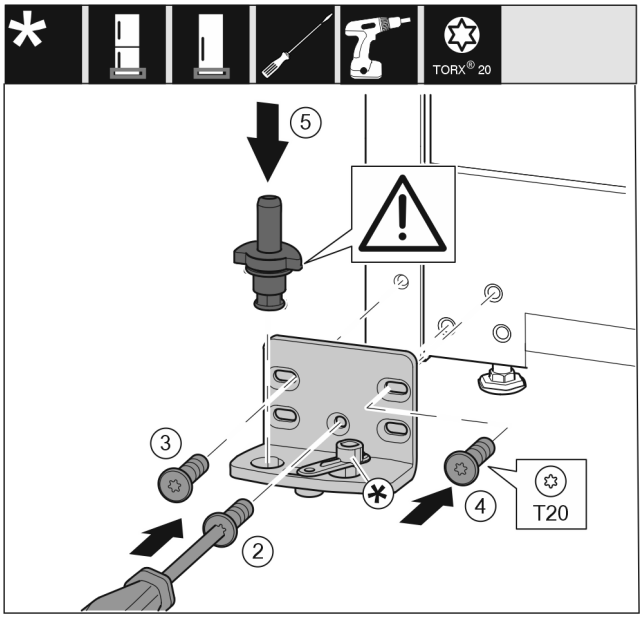

Fig. 16
▶ Placer le support de palier de l'autre côté et le visser avec un tournevis. Commencer par la vis *Fig. 16 (2)* en bas au milieu.
▶ Serrer la vis *Fig. 16 (3)* et la vis *Fig. 16 (4)*.
▶ Insérer complètement l'axe de palier *Fig. 16 (5)*. Veiller à ce que l'ergot soit orienté vers l'arrière.